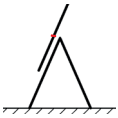

Figur 1 – Kombinasjonsstige i stående posisjon med forlengelsesstige øverst
- Ikke skyv den øvre stigen på en 3-delt stige i A-posisjonen med den røde tverrstangen (eller den fjerde tverrstangen fra toppen) lenger enn til hengselpunktet (figur 1).
- Du må aldri klatre i en 3-delt stige i A-posisjonen lenger enn til hengselpunktet (figur 1).